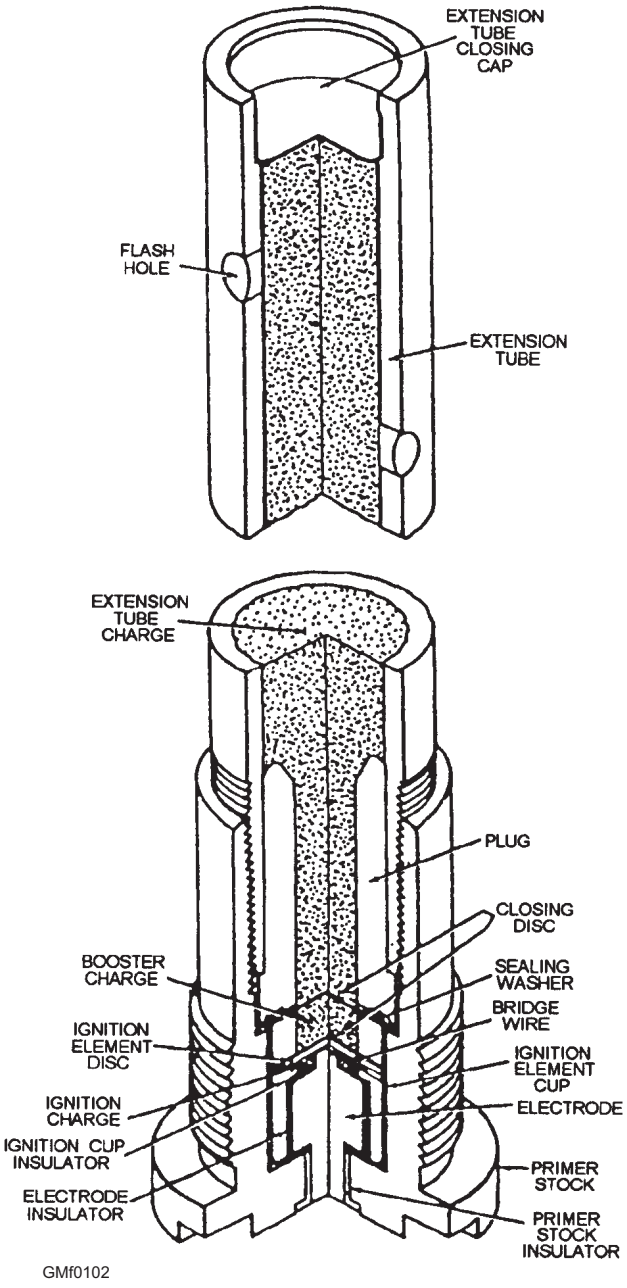

**Figure 1-2.—Typical case electric primer.**
The large quantity and relatively slow burning rate of gun propellant requires the use of another type of explosive train. The small flame produced by the initiating charge is insufficient to ignite the propellant grains thoroughly to produce an efficient burning rate of the entire charge. An explosive train consisting of an initiating charge, usually a mixture of lead styphnate and nitrocellulose (NC), detonates to ignite a small black powder booster which, in turn, ignites the larger black powder igniter. The black powder igniter is contained in the extension tube. Figure 1-2 shows a typical electric primer used in a propelling charge. The primer extension tube of a 5"/54 powder charge is approximately 20 inches long, contains 52 grams of black powder, and has 32 vent holes.